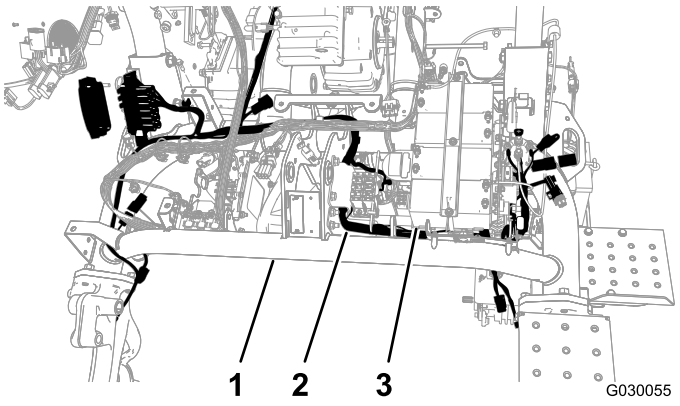

Figuur 4
4. Leid de kabelboom onder de hoofdbuis van het frame en voor de accu's van de messenkooien (Figuur 4).